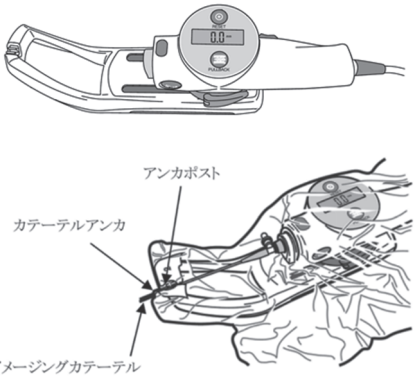

図2: 超音波画像診断装置に係る附属品の取付け図
① モータドライブ・ユニットのケーブルを所定のコネクタに接続する。
② モータドライブ・ユニットをリユーザブルスレッドに取り付ける(図2参照)。
③ 滅菌バッグ(本認証に含まれない)の包装を開け、無菌的に取り出し、モータドライブ・ユニット及びリユーザブルスレッドをこの中に入れる。
④ イメージングカテーテルのハブをモータドライブ・ユニットに確実に接続し、モータドライブ・ユニットのイメージングスタートボタンを押す。
⑤ カテーテルの認識コードが画面に表示されることを確認する。
⑥ イメージングカテーテルのアンカをリユーザブルスレッドのアンカポストにはめる(図2参照)。